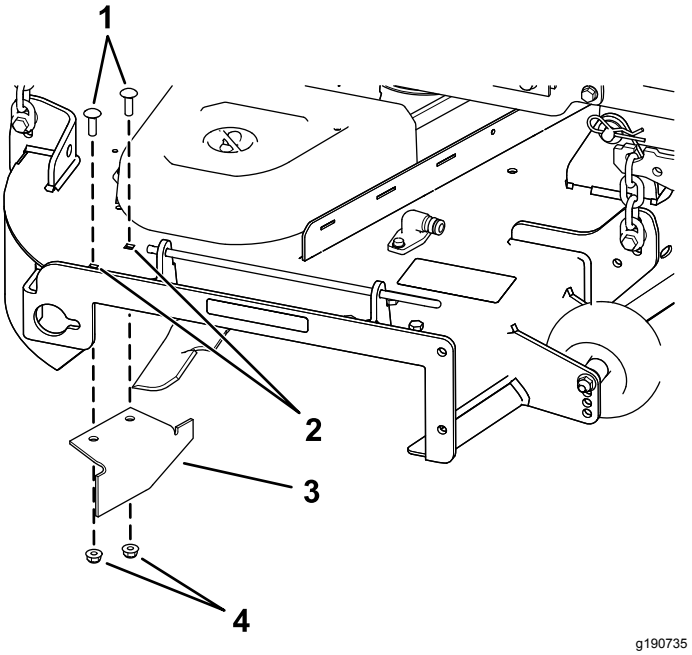

Figur 19
14. Find græsskærmen i posen med løsdele, fjern fastgørelsesanordningerne ved de bageste huller i udblæsningspladen, og monter afskærmningen ved sideudblæsningsåbningen på plæneklipperskjoldet (Figur 19).